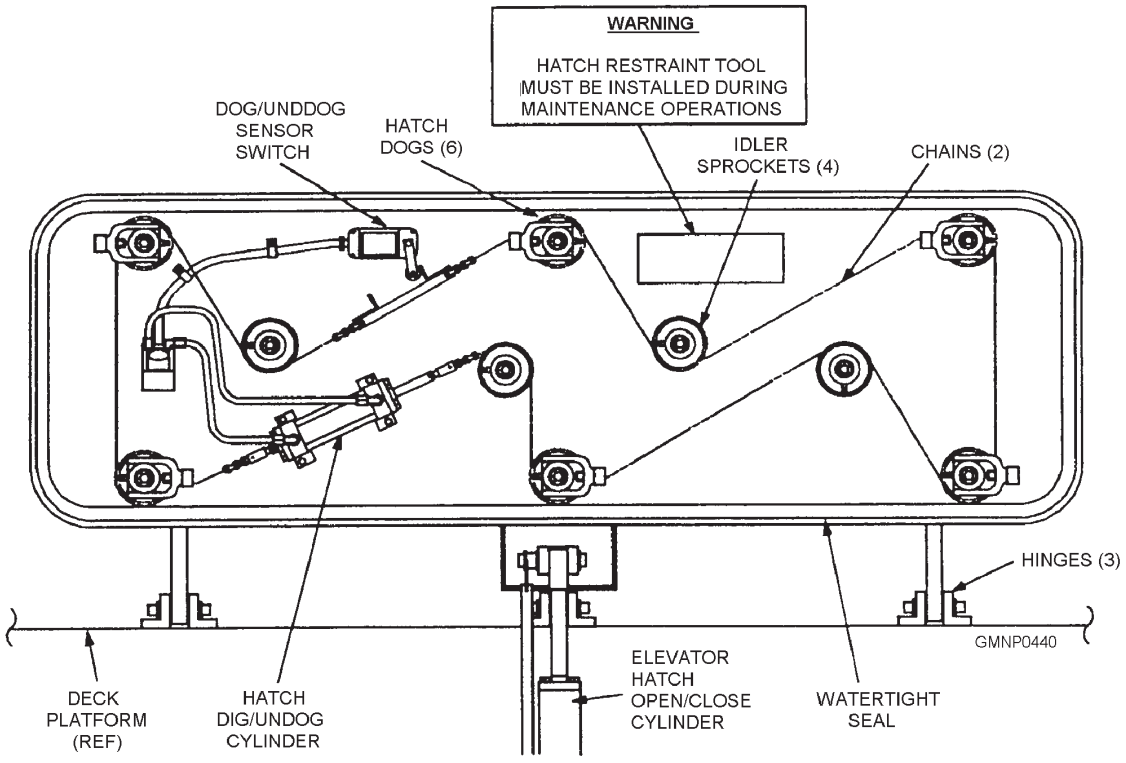
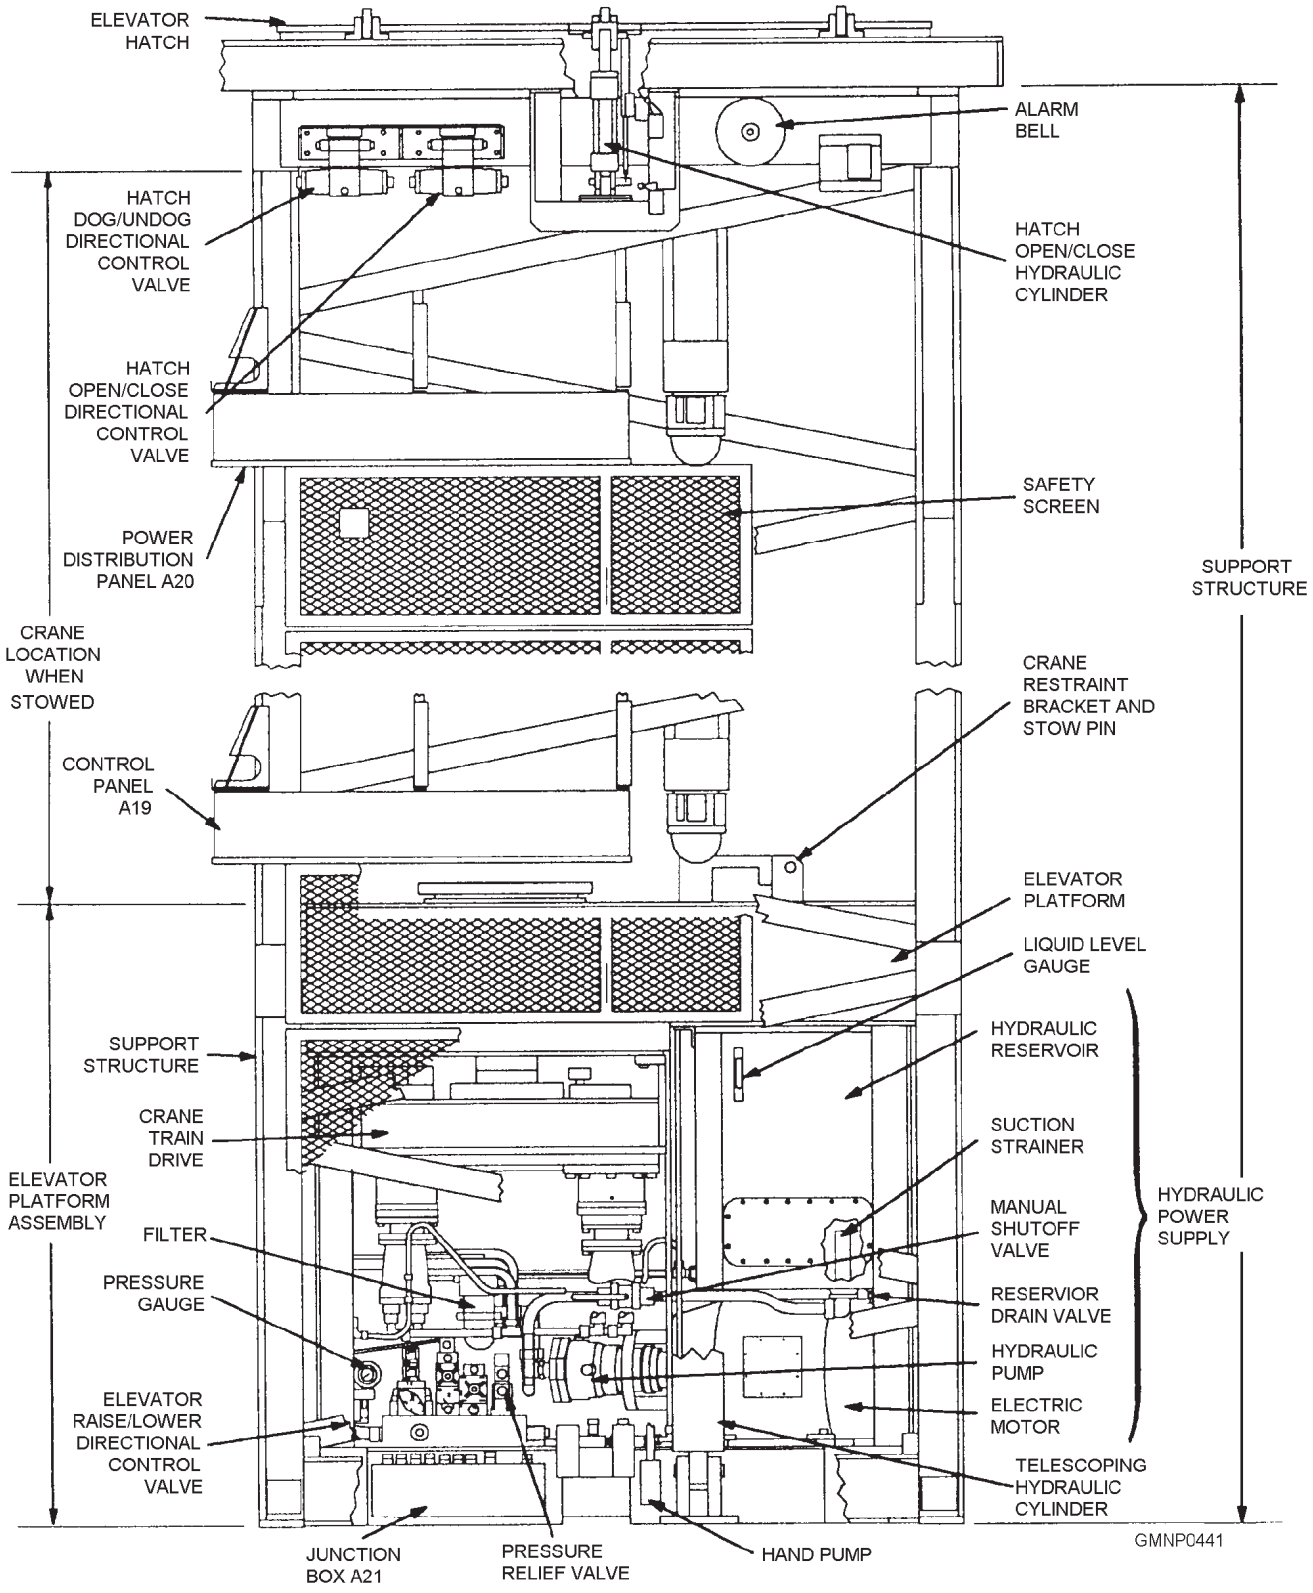
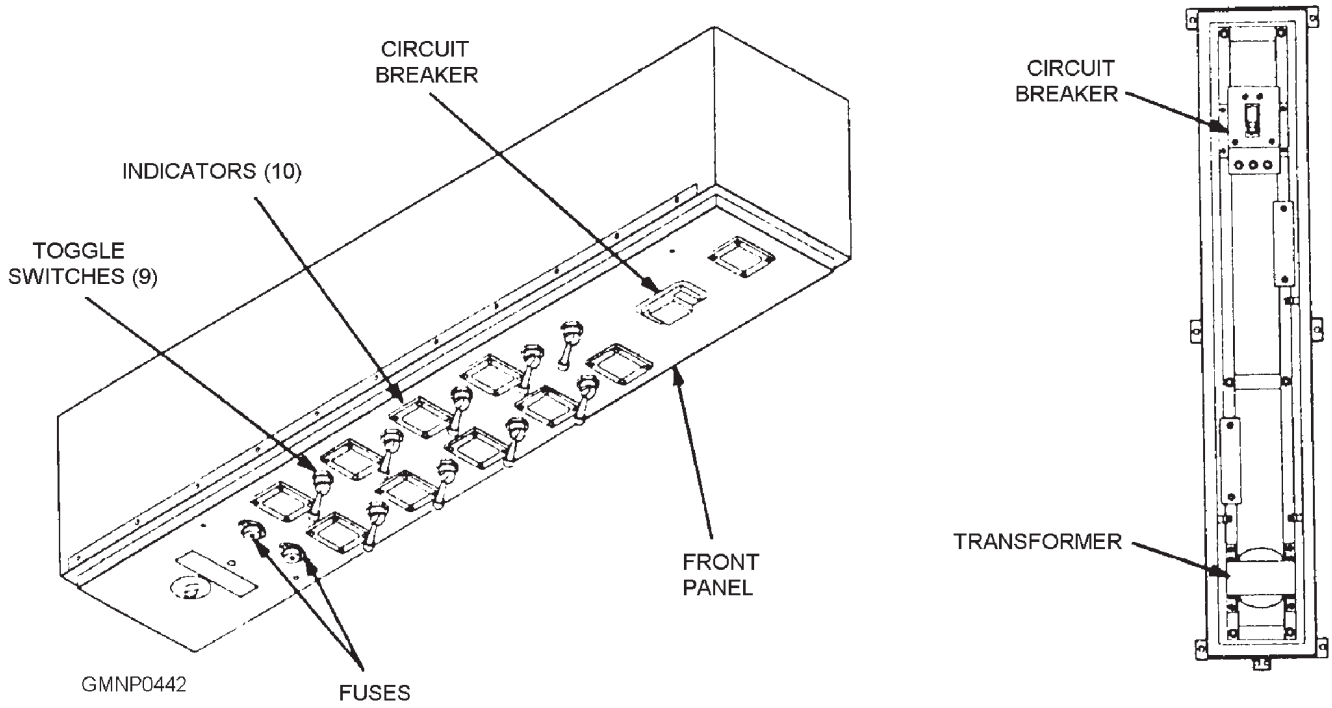
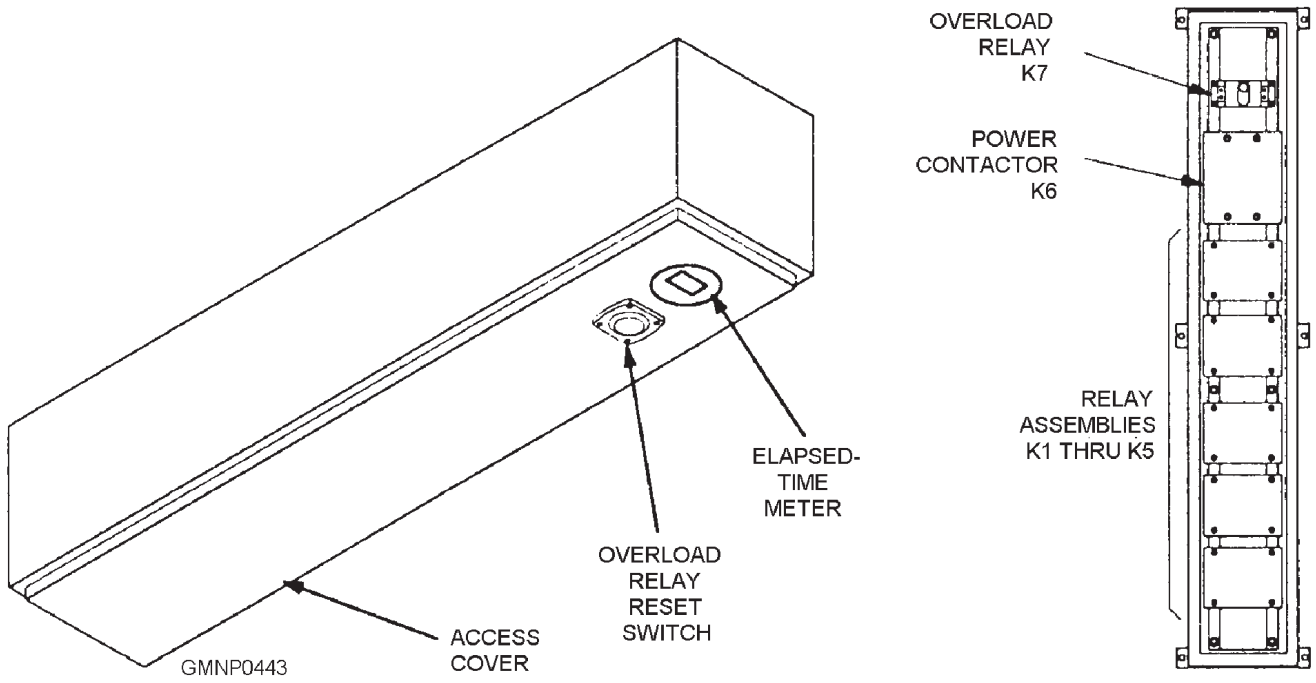

**Figure 8-14.—Elevator hatch in OPEN position.**
**Figure 8-15.—Elevator assembly Mk 2 Mod 0.**
**Figure 8-16.—Control panel A19.**
**Figure 8-17.—Power distribution panel A20.**
**ELEVATOR HATCH ASSEMBLY**.—The elevator hatch assembly (fig. 8-14) is hinged to the deck platform. This assembly provides weather and ballistic protection for the strikedown crane, elevator, and launcher interior. The hatch is driven open or closed by the elevator hatch cylinder. When closed, the hatch is secured by six hatch dogs. The hatch dogs apply pressure to a watertight seal. The dogs are linked together and actuated by two chains, which are connected to, and operated by, the hatch dog/undog cylinder. Two directional control valves, located below the hatch on the walkway side (fig. 8-15), direct the flow of hydraulic fluid to the hatch dog/undog cylinder and the open/close hatch cylinder. The valves can be actuated manually in an emergency. The hatch operation is controlled by toggle switches located on the control panel A19.
**ELEVATOR ASSEMBLY**.—The elevator assembly Mk 2 Mod 0 shown in figure 8-15 consists of the support structure, elevator platform assembly, control panel A19, and power distribution panel A20. These parts work together to raise and lower the elevator assembly.
The control panel A19 (fig. 8-16) is a watertight cabinet mounted on the elevator support structure just below the upper walkway, as shown in figure 8-15. The A19 control panel lever-lock toggle switches control the motor hydraulic power start-up, elevator hatch, lock bars, and elevator. These switches, except MOTOR-START and MOTOR-STOP, must be actuated and held until the desired function is complete. Except for MOTOR-START and MOTOR-STOP, the
The power distribution panel (PDP) A20 (fig. 8-17) routes the 440-VAC, 60-Hz, three-phase power through a three-phase power contactor to the 30-hp electric motor of the hydraulic power supply. The cabinet is watertight and mounted near the top of the elevator support structure, as shown in figure 8-15. The overload relay reset switch and elapsed time meter (that records component in-service time for the elevator) are located on the access cover.